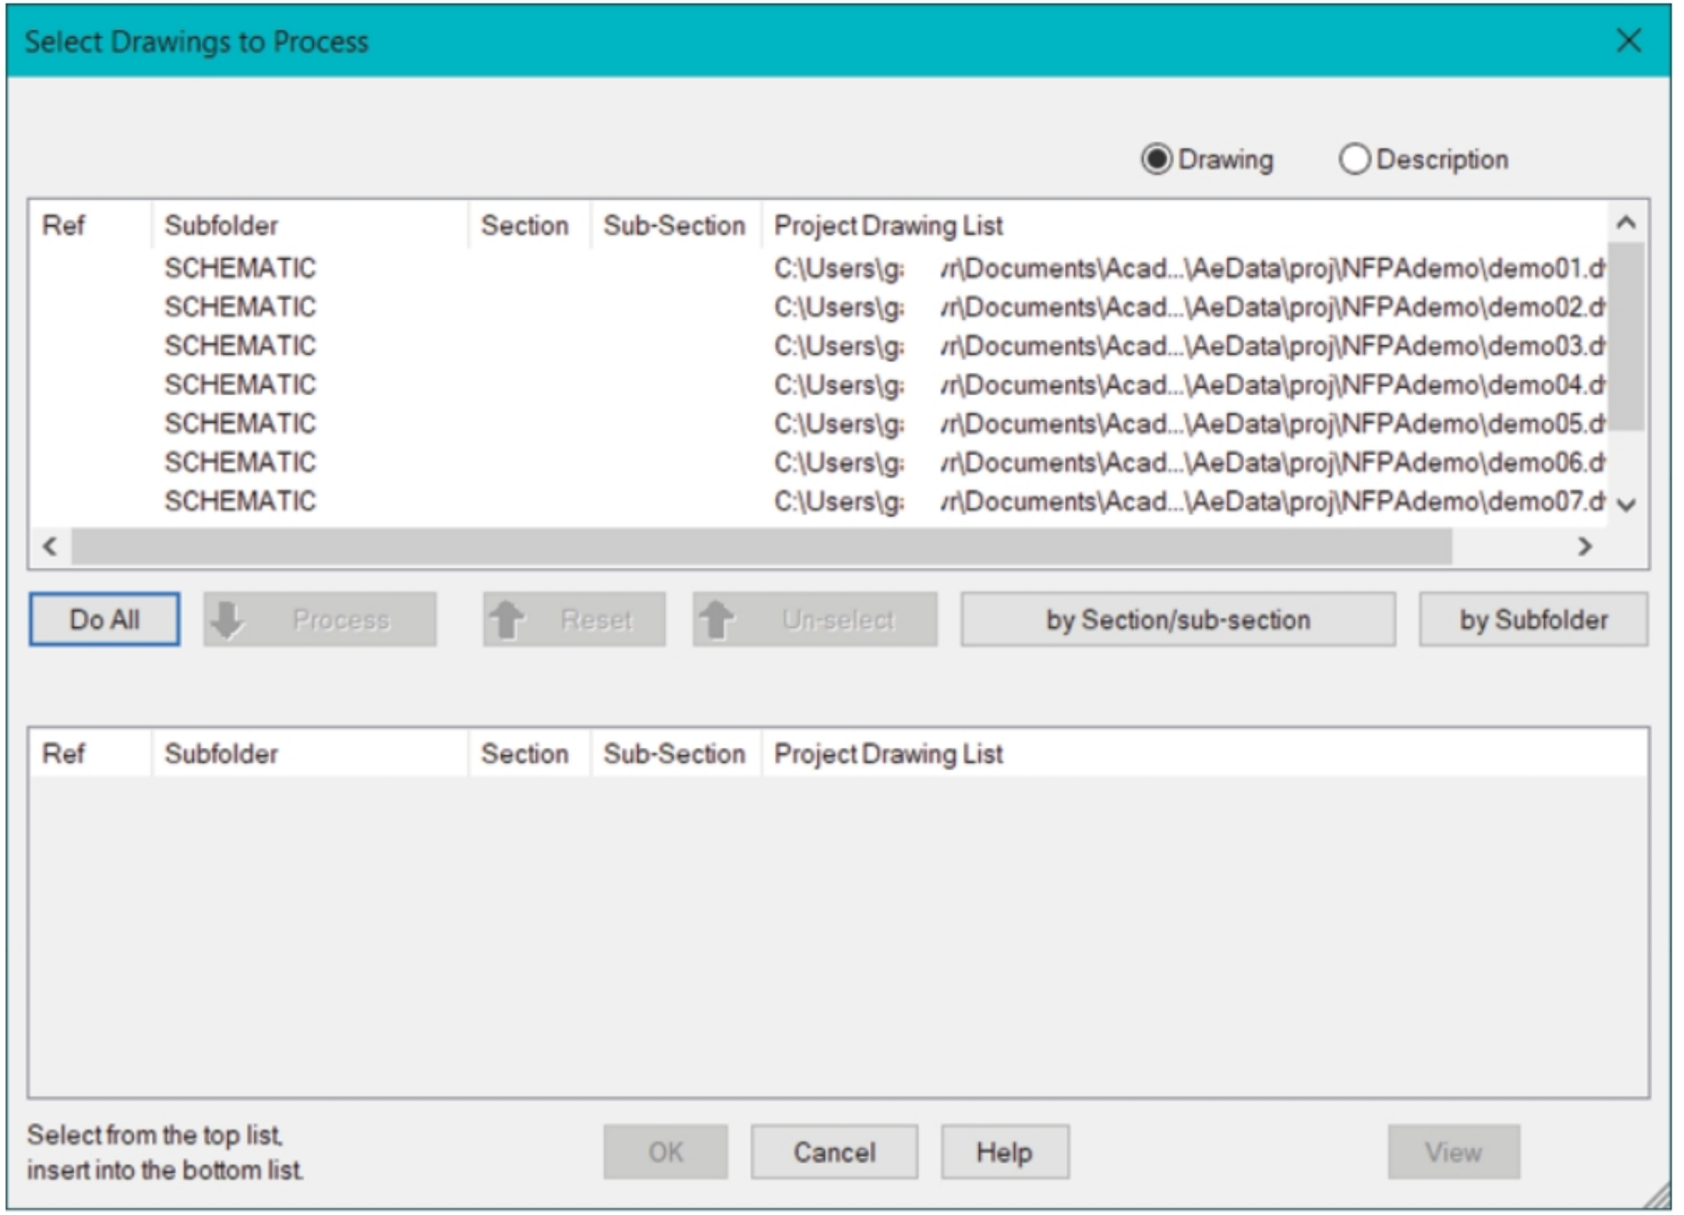

Figure-75. Select Drawings to Process dialog box
- Click in the edit box and specify desired reference number. Next, click on the **OK** button from the dialog box. The **Select Drawings to Process** dialog box will be displayed; refer to Figure-75.